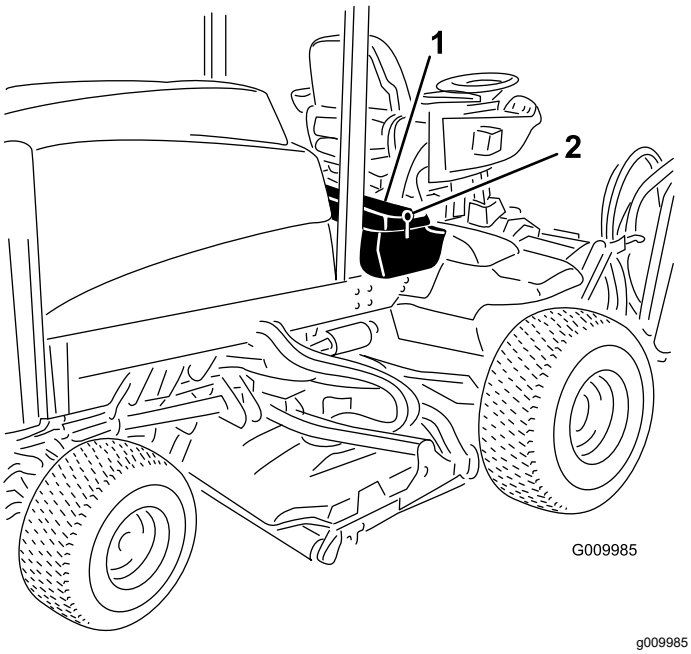

Figur 91
1. Lås opp og hev operatørens konsollpanel (Figur 91).